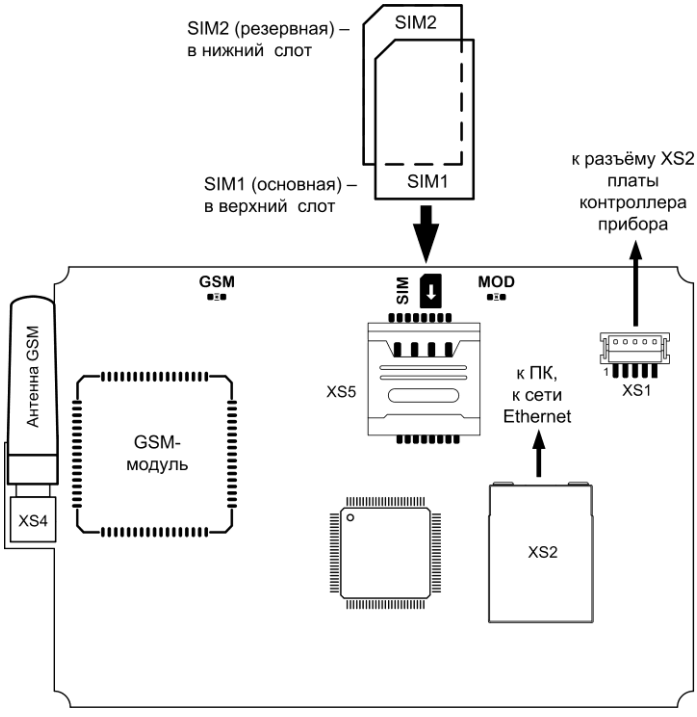

Рис.3 Внешний вид GE коммуникатора. Установка SIM-карт
- При наличии GE коммуникатора подключите ethernet-кабель к розетке 8Р8С XS2 и установите SIM-карту(ы) в слот XS5 GE коммуникатора (см. рис.3).
SIM-карты следует подключать при **выключенном питании** прибора (сеть 220 В и аккумуляторная батарея), контактами к плате и срезом как показано на рис.3.
- При наличии GE коммуникатора подключите ethernet-кабель к розетке 8P8C XS2 и установите SIM-карту(ы) в слот XS5 GE коммуникатора (см. рис.3).
- при наличии GE коммуникатора подключите ethernet-кабель к розетке 8P8C XS2 и установите SIM-карту(ы) в слот XS5 GE коммуникатора (см. рис.3).